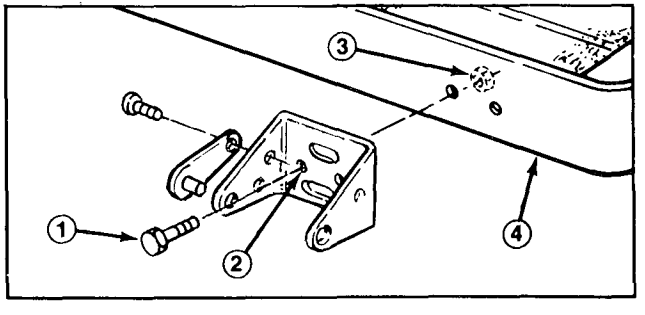

Figure 10
1. 3/8 x 1" flange screw (2) *2. Slotted hole* *3. GM 223-D/224*
B. Groundsmaster 217-D and 220 — Align the bracket with the frame mounting holes. Insert (2) 3/8 x 2-1/4" capscrews through the non-slotted bracket holes and frame mounting holes. Install locknuts and torque to 45-50 ft-lb (Fig. 10).